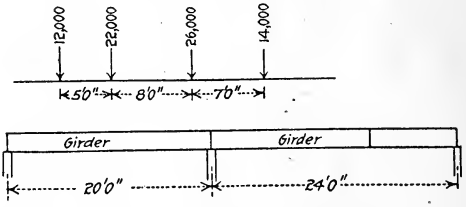

Fig. 3.
1. A column supports two crane girders 20 ft. and 24 ft. long respectively (Fig. 3). The rolling loads on these girders are as follows and always have the same relative order with respect to the spans. Find the maximum load on the column and the maximum shear at the end and centre of the 24-ft. span.